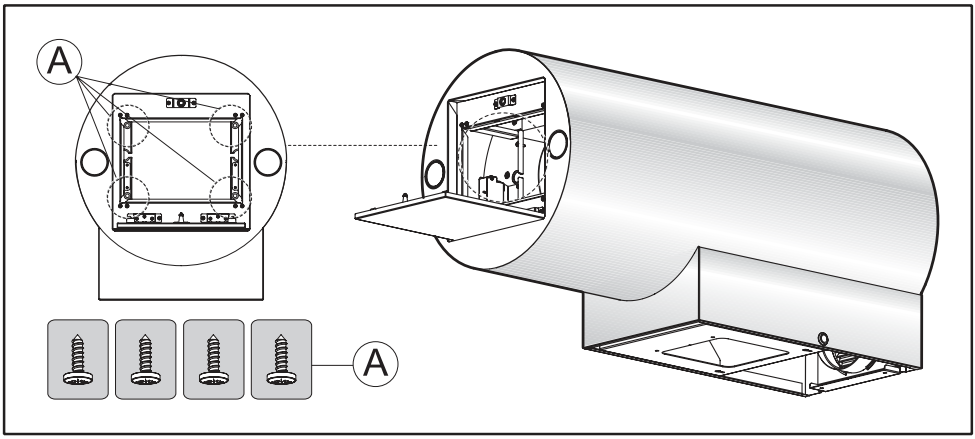

Fig.3
- Quite los cuatro tornillos A como se indica en la **Fig. 3**.